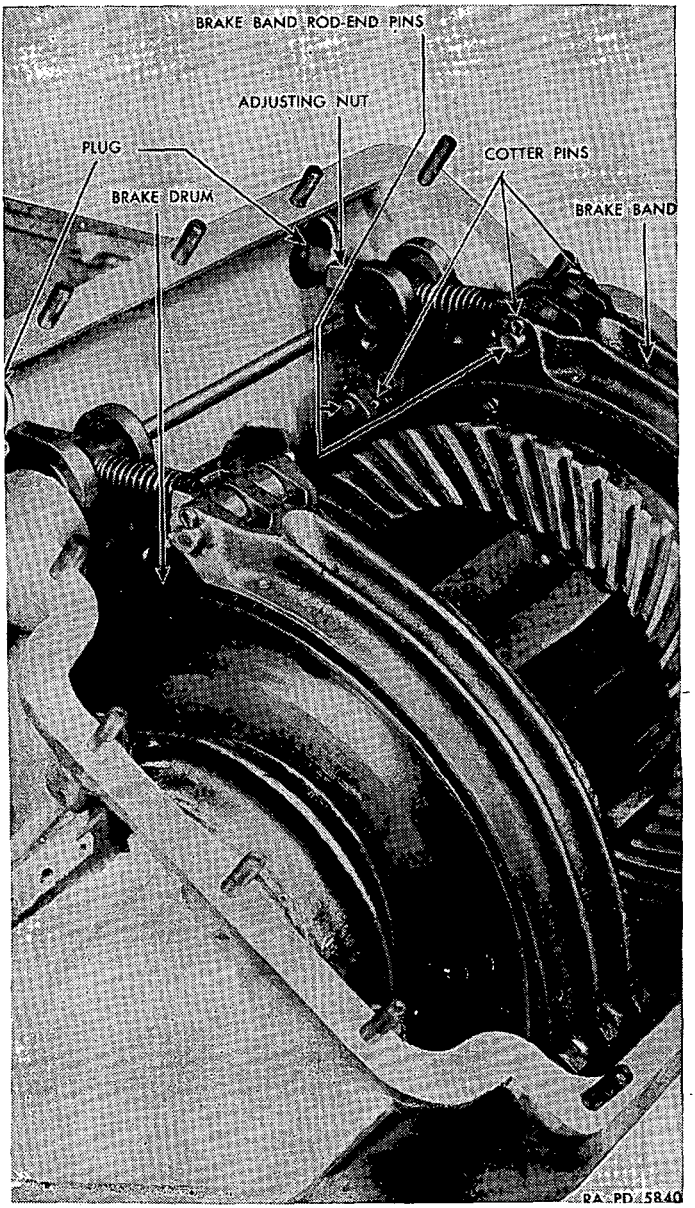

FIGURE 59.—Steering brake bands.
b. Steering brakes.—(1) *Adjustment* (fig. 59).—(*a*) Remove pipe plugs (figs. 6 and 17).
(2) *Replacement of brake bands* (fig. 59).—(*a*) *Removal.*